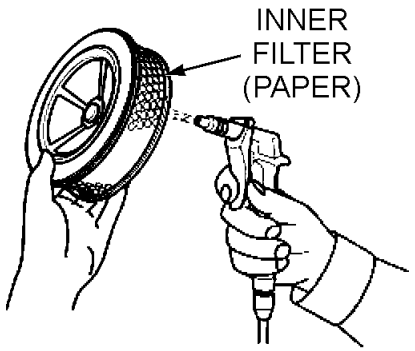

Figure 33. Cleaning Inner Paper Filter
6. To clean the paper air filter (Figure 33), tap the filter element several times on a hard surface to remove dirt, or blow compressed air [not to exceed 30 psi (207 kPa, 2.1 kgf/cm2)] through the filter element from the air cleaner case side.